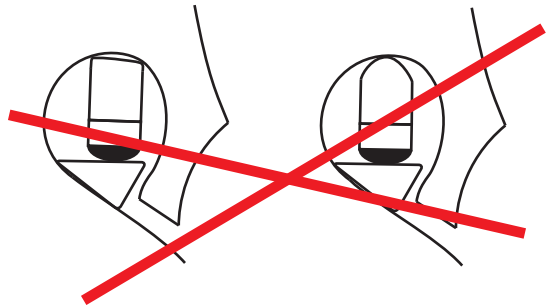

Fig. 2
- Schleifen Sie die Oberseite des Korkens, bis die Kapsel genau in das Loch passt. (Falls nötig, können Sie den Korken vor dem Schleifen mit einem scharfen Messer schneiden.) Die Oberseite des Korkens muss so geformt sein, dass sie genau mit der Oberseite des Steglochs übereinstimmt. Wird dies nicht korrekt gemacht (wie in Abb. 2 gezeigt), wird das Klangergebnis beeinträchtigt.